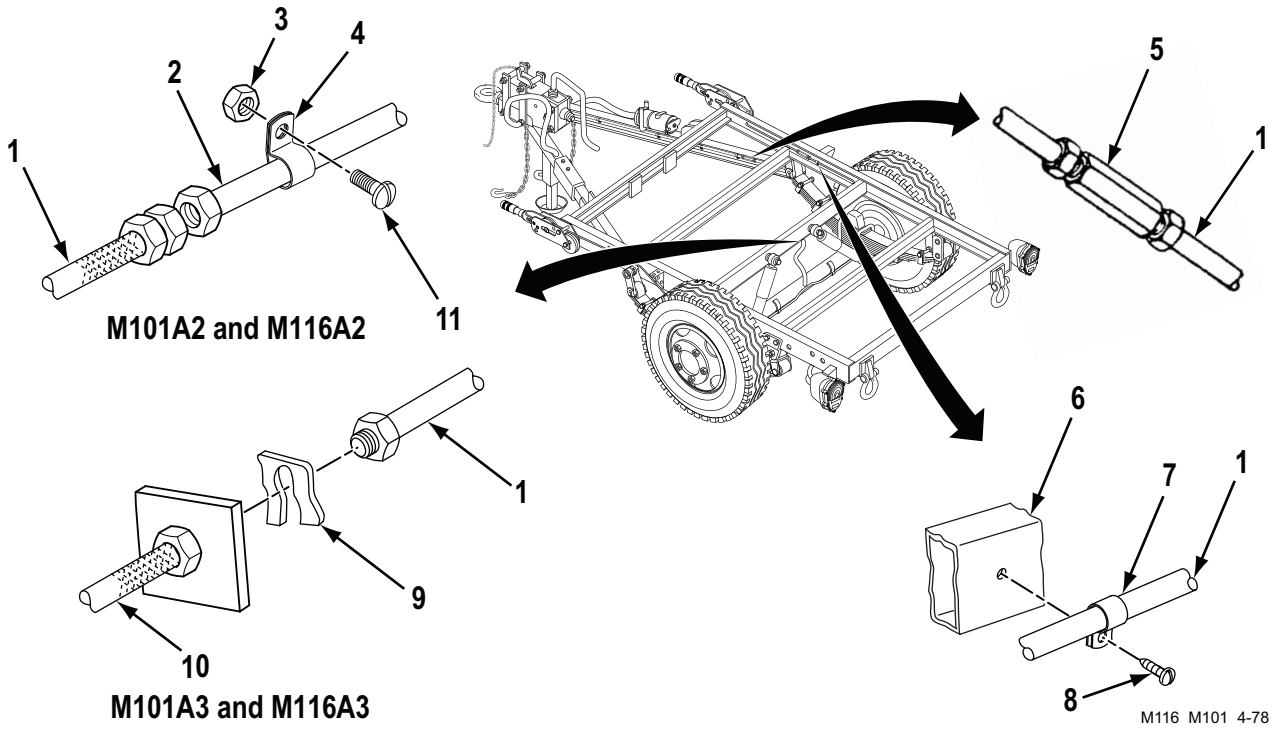

Figure 3. Rear Tube Assembly Installation.
1. On the M101A2 and M116A2, install two loop clamps (Figure 3, Item 7) and loop clamp (Figure 3, Item 4) on rear tube assembly (Figure 3, Item 2).
2. Position rear tube assembly (Figure 3, Item 2) along curbside frame (Figure 3, Item 6) and crossmember.
3. On the M101A3 and M116A3, connect rear tube assembly (Figure 3, Item 2) to hose assembly (Figure 3, Item 1) at retaining ring (Figure 3, Item 9).
4. On the M101A2 and M116A2, connect rear tube assembly (Figure 3, Item 2) to hose assembly (Figure 3, Item 1). Secure loop clamp (Figure 3, Item 4) to crossmember with screw (Figure 3, Item 11) and new self-locking nut (Figure 3, Item 3).
5. Connect rear tube assembly (Figure 3, Item 2) to coupling (Figure 3, Item 5).
6. Install two loop clamps (Figure 3, Item 7) on curbside frame (Figure 3, Item 6) with two screws (Figure 3, Item 8).